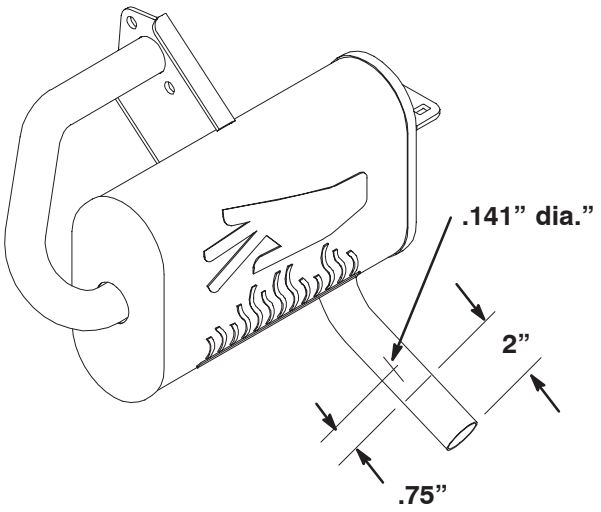

**Figure 1**
4. Measure and cut 2 inches off the end of the tail pipe (Fig. 1). Remove all burrs from the tail pipe.
5. Locate, mark and drill a .141 inch diameter hole .75 inch from the end of the tail pipe (Fig. 1).